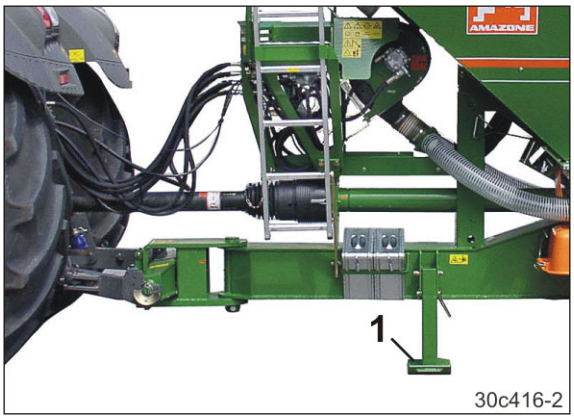

Fig. 211
Inden der arbejdes på maskinen, skal den maskine, der er koblet sammen med traktoren, stilles på støttefoden (Fig. 211/1) for at beskytte mod utilsigtet sænkning af traktorens liftarme.
1. Når den maskine, der er koblet til traktoren, skal rengøres, skal den altid stå på støttefoden (Fig. 211/1).